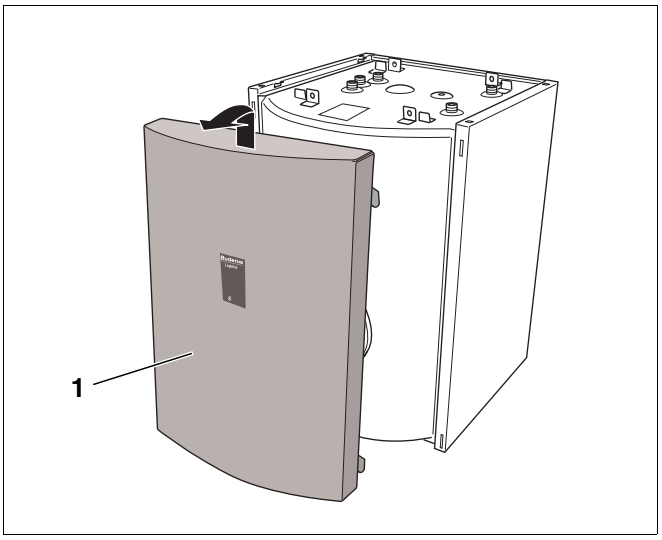

Rys. 5 Zdejmowanie ścianki przedniej
- Zdjąć ściankę przednią (rys. 5, **poz. 1**) z podgrzewacza. W tym celu unieść ją lekko i pociągnąć do przodu.